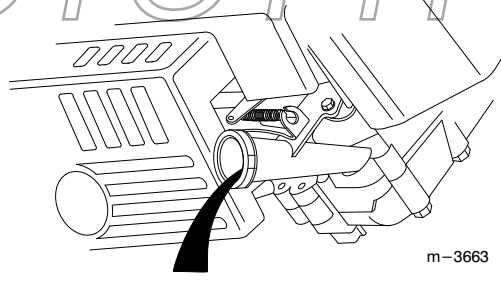

Abbildung 19
6. Den Rasenmäher auf die linke Seite kippen und das Öl in die Auffangschale ablaufen lassen (Abb. 19).